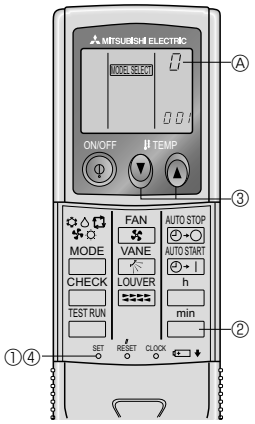

Fig. 6-4
4) Procedimiento para establecer el número del par en el mando a distancia (Fig. 6-4)
① Pulse el botón SET con algún objeto puntiagudo.